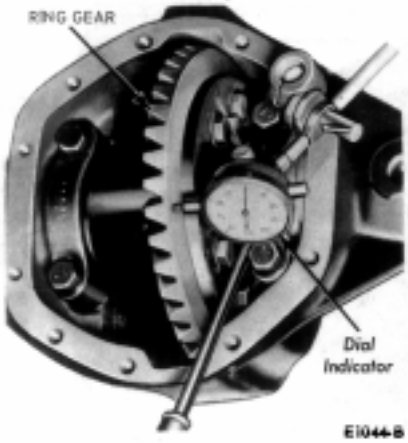

FIG. 14—Checking Differential End Play
3. Mount a dial indicator on the axle housing, with the indicator button **against the ring gear (Fig. 14).**